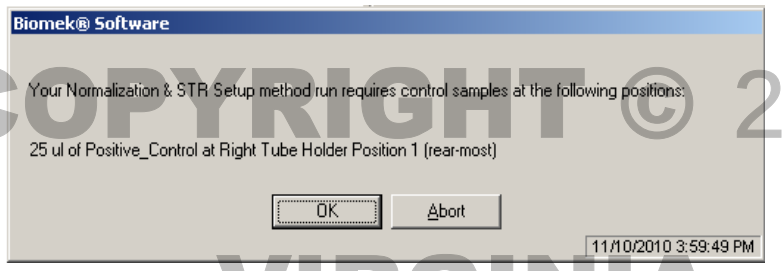

Figure 17. Placement of the positive control in the tube holder.
5.4.19 The next prompt will indicate in which position on the right side of the tube holder rack the positive control belongs (Figure 17). Prepare a dilution of the positive control so that the concentration is 0.15